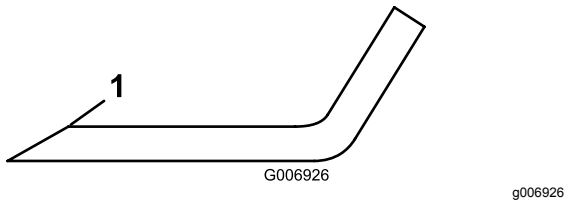

Figura 72
4. Ispezionate i taglienti di tutte le lame, affilateli se sono smussati o scheggiati, affilate solo la parte superiore del tagliente e mantenete l'angolo di taglio originale per garantire l'affilatezza (Figura 72).